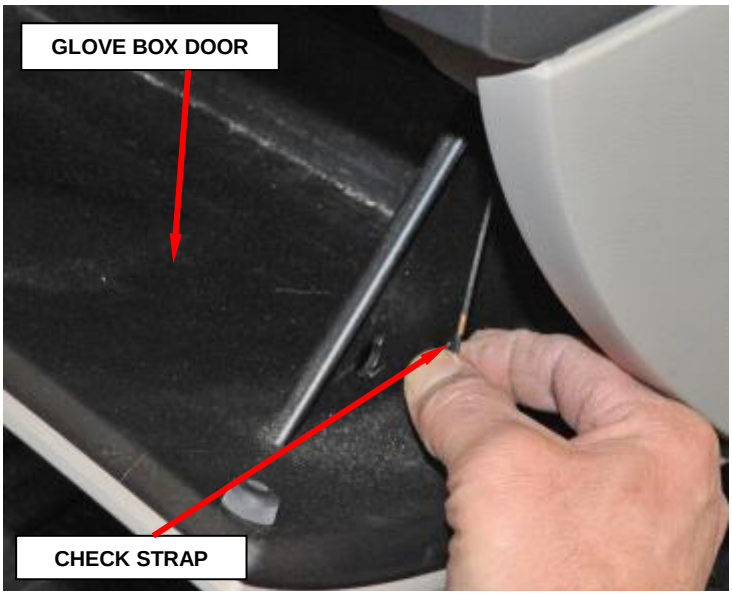

Figure 72 – Check Strap
a. Remove the check strap from the right side of the glove box (Figure 72).
43. Install the glove box into the instrument panel (Figure 72).